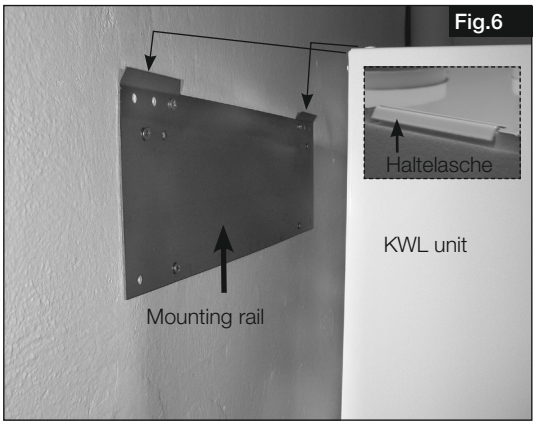

Fig.6
3. Mount the compact unit to the mounting rail with the brackets integrated on the back of the KWL unit (Fig.6).